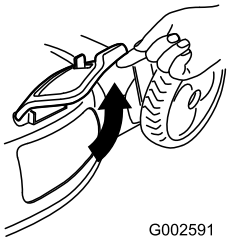

Figuur 20
2. Zet het deurtje van de zijafvoer open (Figuur 20).